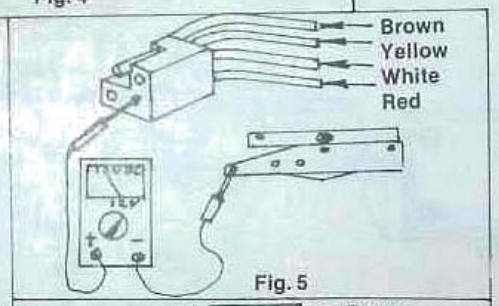

Fig. 5
5. Red wire should read about 12V DC at all times. Check with Volt Meter from red wire to step frame. (Fig. 5)